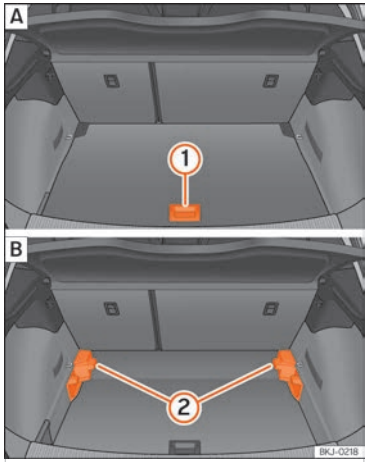

Fig. 141 Terra variable del maleter: A posició alta; B posició baixa.
- Per passar de la posició baixa a l'alta, aixequeu la base per l'agafador ››› **fig. 141** 1, estireu-lo cap enrere fins que la part davantera de la base sobrepassi totalment els suports 2.
- Per passar de la posició alta a la baixa, aixequeu la base per l'agafador ››› **fig. 141** 1, estireu-lo cap enrere fins que la part davantera de la base sobrepassi totalment els suports 2.
- Amb el terra variable en posició alta, aixequeu-lo per l'agafador ››› fig. 141 ①, estireu-lo i empenyeu-lo cap al respatller dels seients posteriors fins que es plegui per la línia de frontissa i la part mòbil del terra hi descansi a sobre.